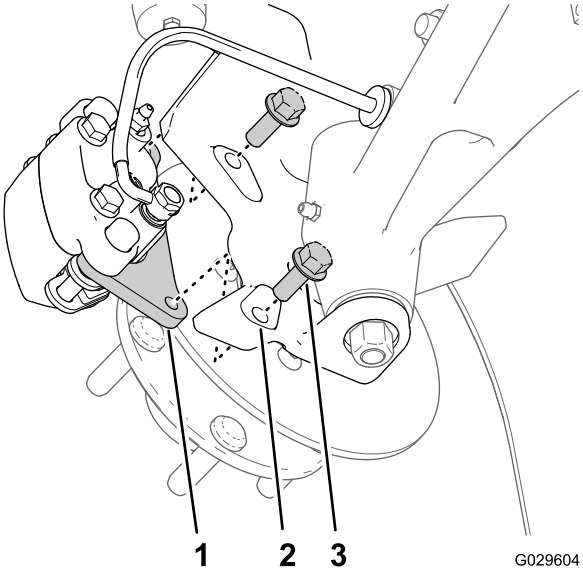
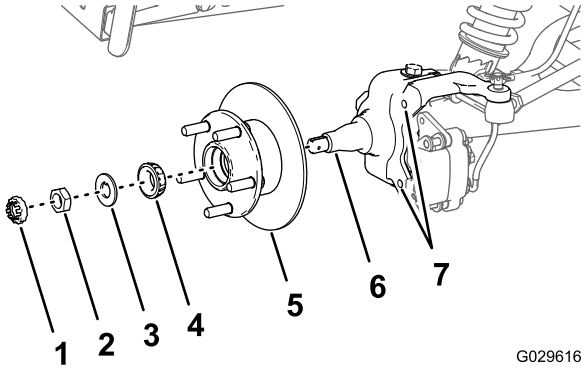

Figur 31
Figur 35
3. Ta bort flänsskruvarna (3/8 x 1 tum) som håller fast fästet för bromsenheten vid spindeln och skilj bromsen från spindeln (Figur 31).
1. Stryk på ett tunt lager av det angivna fettet på spindeln (Figur 35).
2. Montera navet och rotorn på spindeln med rotorn inåt (Figur 35).
3. Montera det yttre lagret på spindeln och placera lagret på den yttre banan (Figur 35).
4. Montera säkringsbrickan på spindeln (Figur 35).
5. Gänga på spindelmuttern på spindeln och dra åt muttern samtidigt som du roterar navet (Figur 35).
2. Rikta in bromsklossarna på vardera sidan om rotorn (Figur 31) och hålen i bromsokets fäste med hålen i bromsfästet på spindelramen (Figur 35).
3. Montera bromsokets fäste på spindelramen (Figur 31) med de två flänsskruvarna (3/8 x 1 tum) och dra åt skruvarna till 47–54 Ncm.